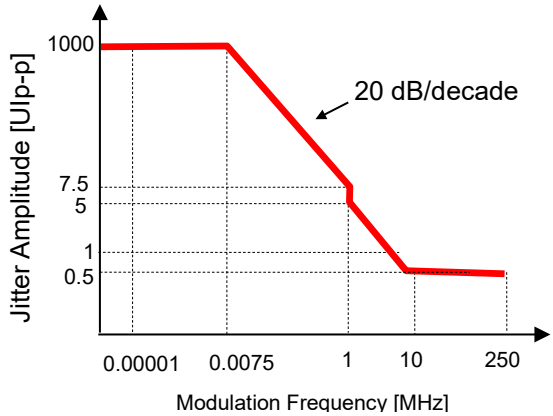

Figure 3.5-5 Total Jitter Added (When Interacting With 64G PPG)
0.007 501 to 1.00 000	20 dB/decade (Figure 3.5-5) + 0.3
1.001 000 to 10.000 000	20 dB/decade (Figure 3.5-5) + 0.3